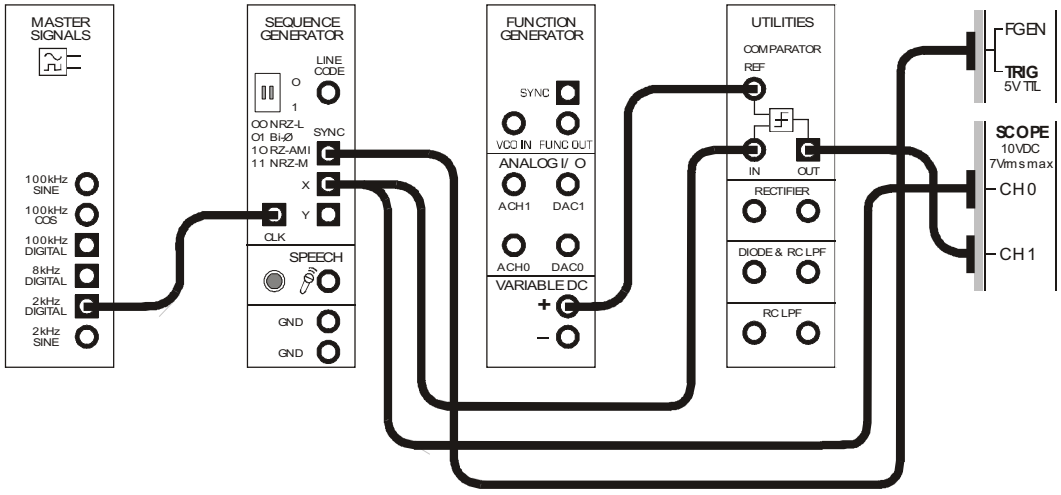
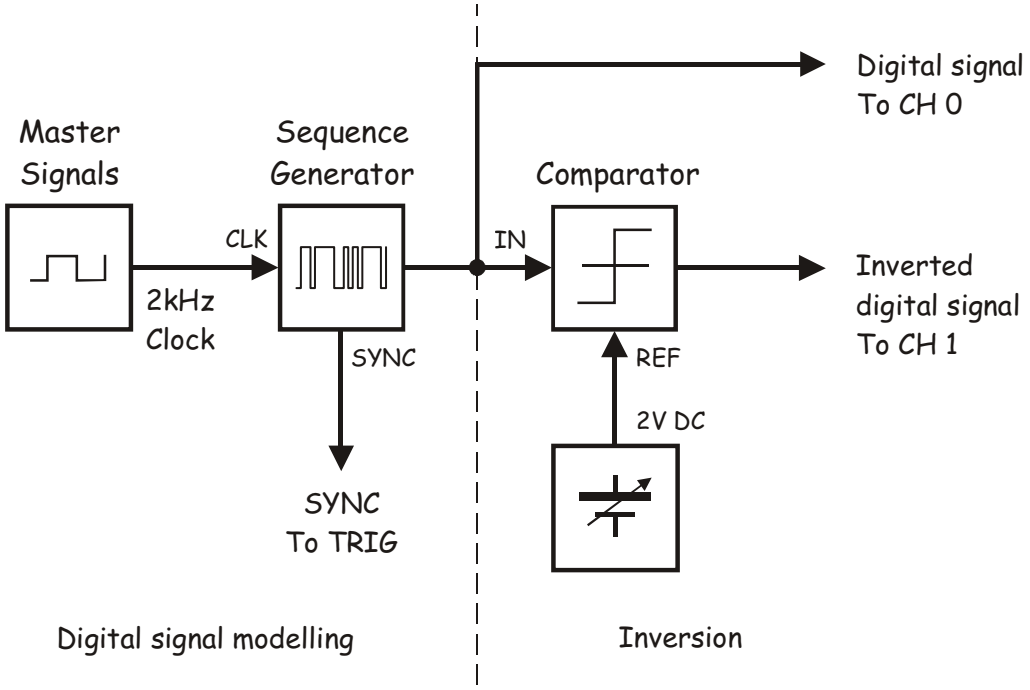

Figure 3
Figure 4
10. Connect the set-up shown in Figure 3 below.
The set-up in Figure 3 can be represented by the block diagram in Figure 4 below. The Sequence Generator module is used to model a digital data signal and its SYNC output is used to trigger the scope to provide a stable display. The Comparator on the Utilities module, together with a DC voltage from the NI ELVIS II Variable Power Supplies, is used to invert the digital data signal.